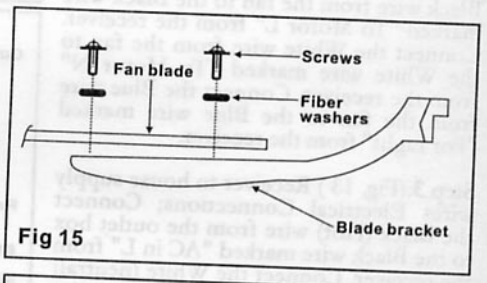

Fig 15
Step 1. Attach the fan blade to the blade bracket using the screws provided. Tighten screws securely. Repeat for remaining blades. (Fig. 15)